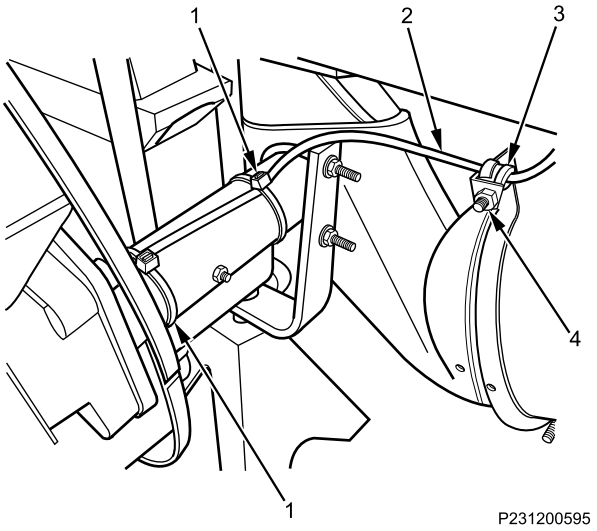

Figure 5. ABS Sensor Wire Bracket.
6. Install nut (Figure 5, Item 4) securing ABS sensor wire retaining bracket (Figure 5, Item 3) to brake chamber.
7. Install new cable lock straps (Figure 5, Item 1) to secure ABS wire (Figure 5, Item 2).